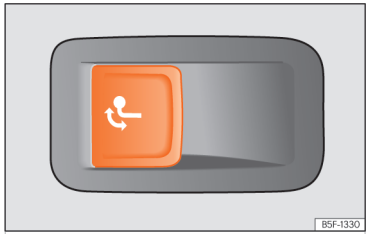

**Fig. 199** Left side of the luggage compartment: button to unlock the tow hitch.
- Pull the ››› Fig. 199 button briefly. The tow hook unlocks electrically and automatically turns outwards. The button's control lamp flashes.
- Pull the ››› Fig. 199 button briefly. The tow hook unlocks electrically.
- **Never press the button ››› Fig. 199 when there is a trailer hooked to the vehicle or when a carrier system or other accessories are mounted on the tow hook.**